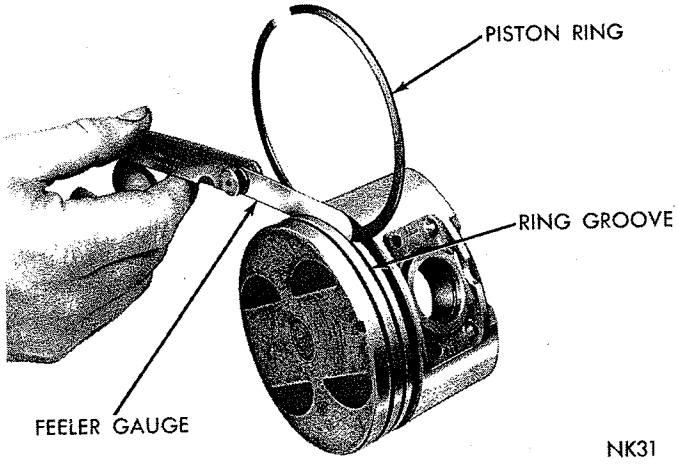

*Fig. 43—Measuring Piston Ring Clearance*
(3) Measure side clearance between piston ring and ring land (Fig. 43). Clearance should be .0015 to .003 inch for the top compression ring and the intermediate ring. Steel rail service oil ring should be free in groove, but should not exceed .005 inch side clearance.
(4) Install the oil ring in lower ring groove using instructions in service ring package.
(5) Install compression rings in middle and top grooves use ring installer Tool C-263 for 273 cubic inch engine, Tool C-3586 for 318 cubic inch engine. Be sure the mark "Top" on each compression ring is to the top of piston when ring is installed.